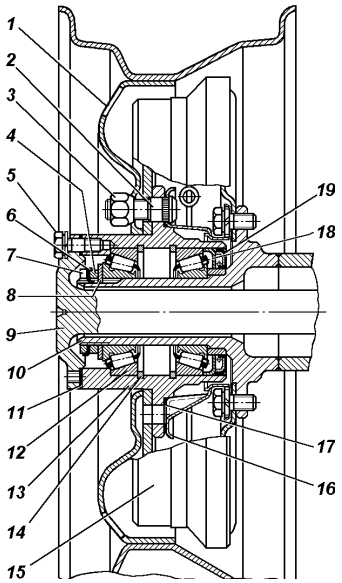

Рис. 9.50. Ступица заднего колеса:
2. Снимите колпак колеса (при комплектации легкосплавными колесами). Демонтируйте полуось 9 (рис. 9.50) заднего моста или муфту отключения колес у переднего моста.